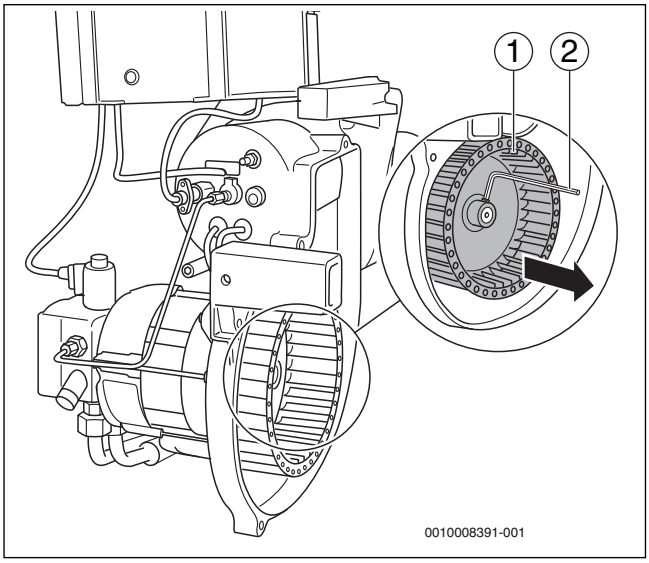

Fig. 31 Controllo visivo della ventola del ventilatore ed eventualmente pulirla
▶ Allentare la ventola del ventilatore (→ fig. 31, [1]) con una brugola (→ fig. 31, [2]) e toglierla dall'albero.
▶ Rimontare la ventola (→ fig. 31, [1]).